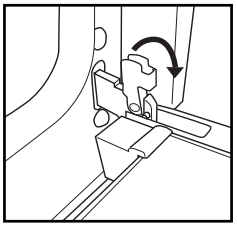

Рис. 1
2. Поднимите два стопорных рычага петель вперед до упора (Рис. 1).